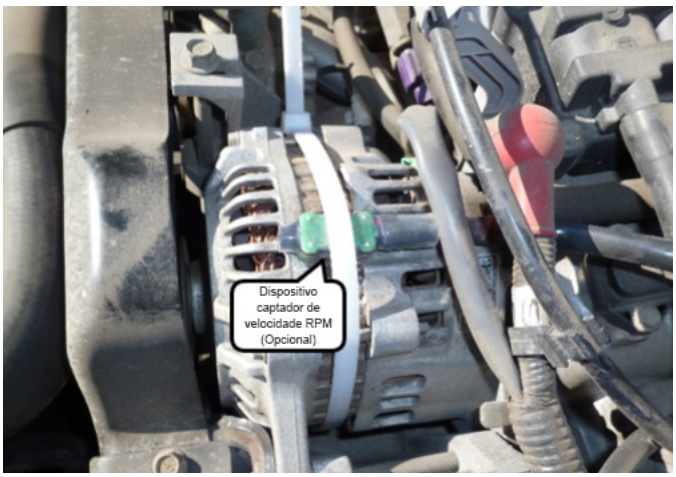

Figura 3
2. Ou usar um dispositivo Captador de velocidade RPM. Dê partida no motor. Mova o Captador de velocidade RPM ao longo da carcaça do alternador, começando perto da polia até o LED "Vermelho" piscar continuamente. O local ideal de montagem fica a meio caminho entre a polia e o local em que o LED "Vermelho" começa a piscar. Desligue o motor. Prenda o dispositivo Captador de velocidade RPM ao alternador usando abraçadeiras. Figura 3.